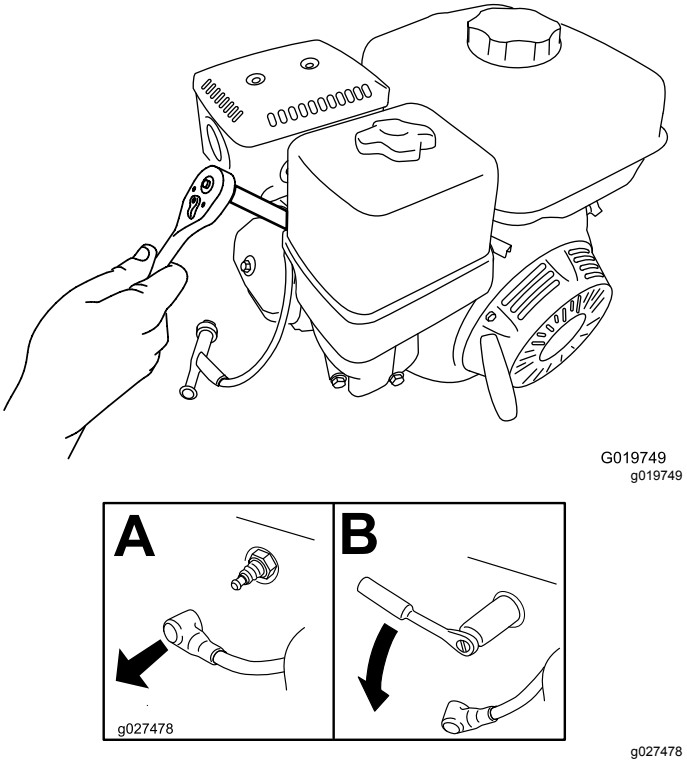

Figure 27
2. Localisez et déposez les bougies (Figure 27).